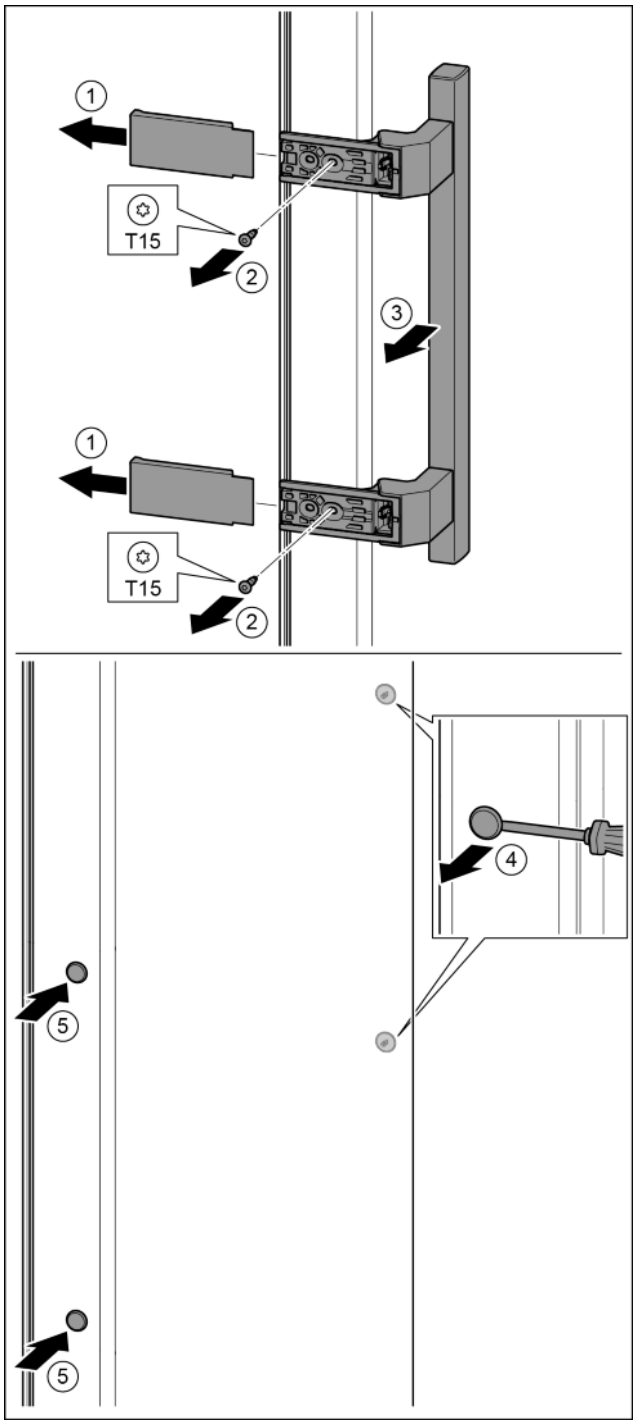

Fig. 15
- ▶ Pull off the cover. *Fig. 15 (1)*
- ▶ Remove the screws with the T15 screwdriver. *Fig. 15 (2)*
- ▶ Remove the handle. *Fig. 15 (3)*
- ▶ Carefully lift up the side plugs with a slotted screwdriver and pull them out. *Fig. 15 (4)*
- ▶ Insert the plugs again on the other side. *Fig. 15 (5)*